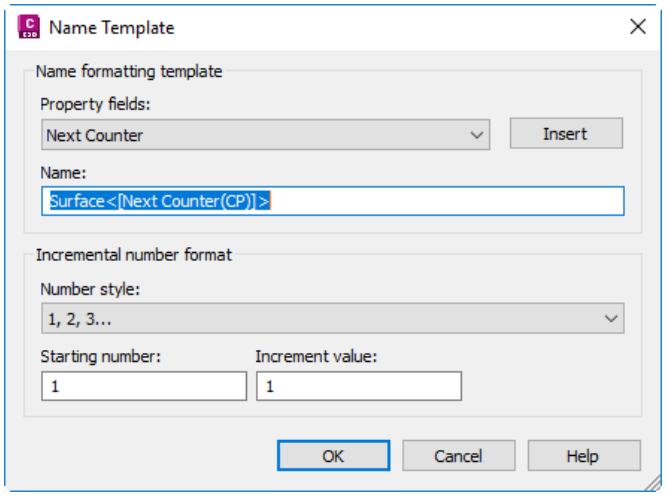

Figure 3-55 *The* ***Name Template*** *dialog box*
2. Click in the **Value** field of the **Name** property and choose the **Browse** button displayed on the right; the **Name Template** dialog box is displayed, as shown in Figure 3-55.